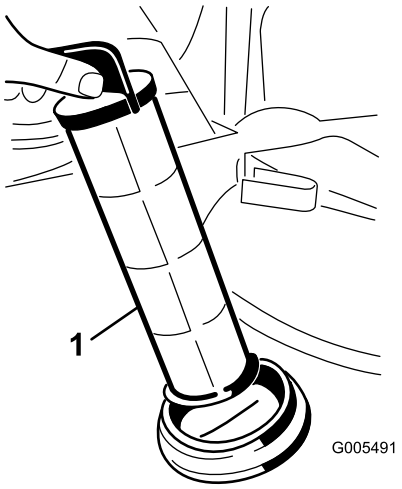

Figur 62
4. Træk sugefilteret ud af hullet (Figur 62).